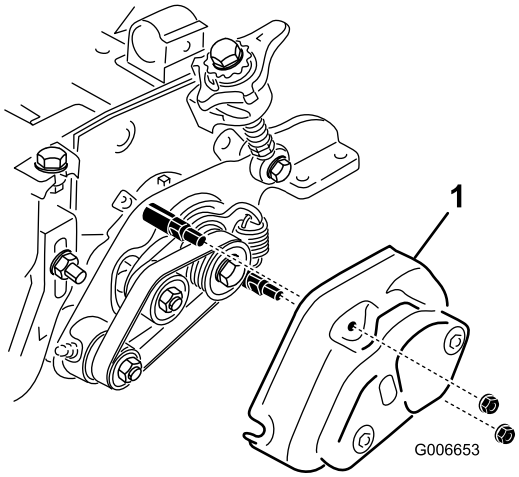

Figur 49
8. Kontroller, at møtrikker på trimmerens og rullebørstens dæksler ikke (Figur 49) er spændt for hårdt.